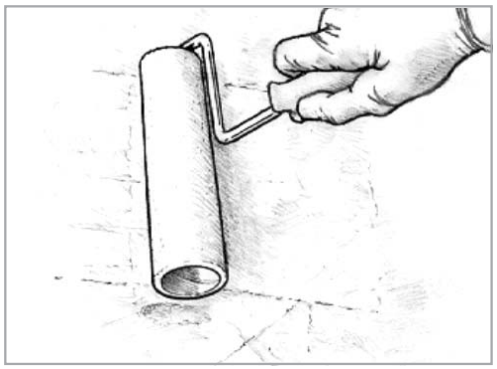
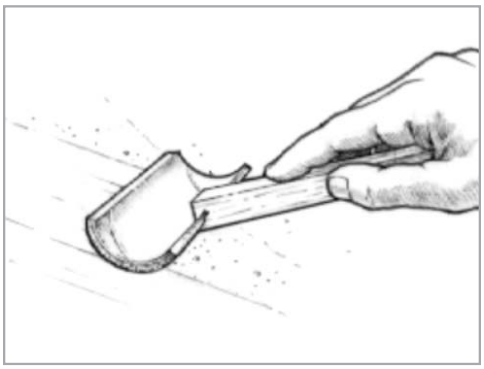

Figure 7-3 *Roll lightly and randomly over a small area. Spread the epoxy into a thin even film.*
Figure 7-4 *Tip off the coating by dragging a foam roller brush lightly over the fresh epoxy.*
3. Apply a second coat of 105/207 using the roller *(Figure 7-3)* and tip off the surface with a foam brush. Drag the brush across the surface of the fresh epoxy in light overlapping strokes in the direction of the wood grain *(Figure 7-4)*. Level out the coating as much as possible. *NOTE: Apply the epoxy in thin coats. The thinner the film, the easier it is to keep it even and prevent runs and sags.*